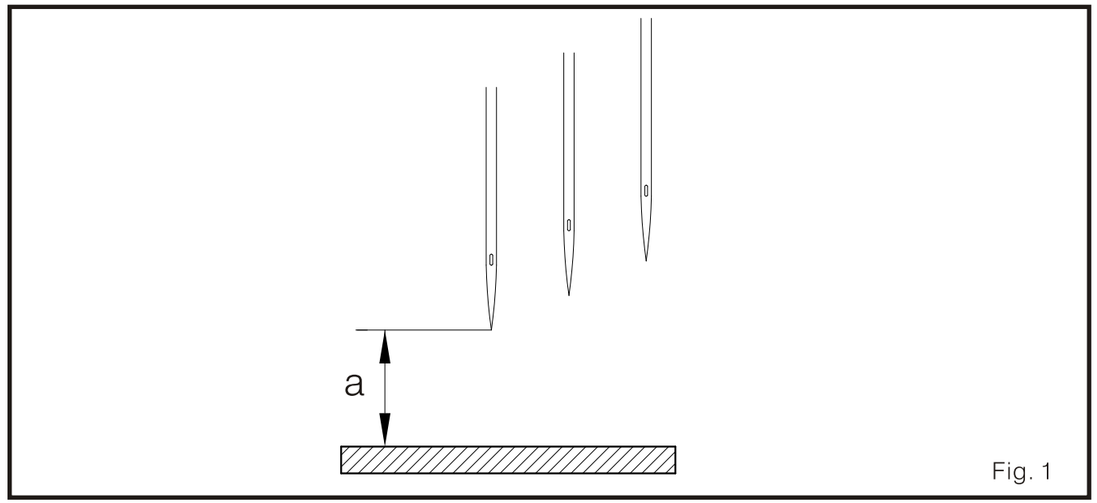

Fig. 1
1. Cuando la barra aguja se mueve a punto mas alto, el espacio estándar (a) entre la aguja izquierda y la placa aguja es como se muestra en la tabla 1. (Fig. 1)